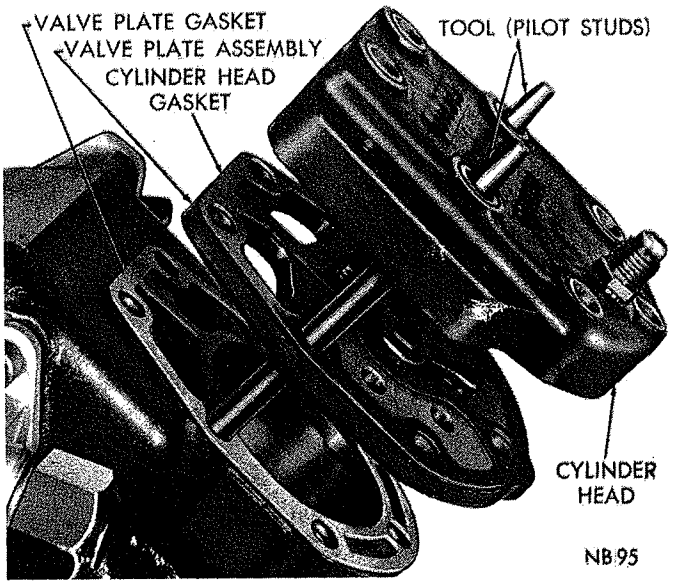

*Fig. 62—Installing the Valve Plate and the Cylinder Head*
(2) Dip the gaskets in clean refrigerant oil. **Do Not Soak.** Using the pilot studs as a guide, install the valve plate gasket, valve plate, cylinder head gasket and cylinder head, as shown in Figure 62.
(3) Install the attaching bolts. Tighten each bolt alternately and evenly 23 to 27 foot-pounds.